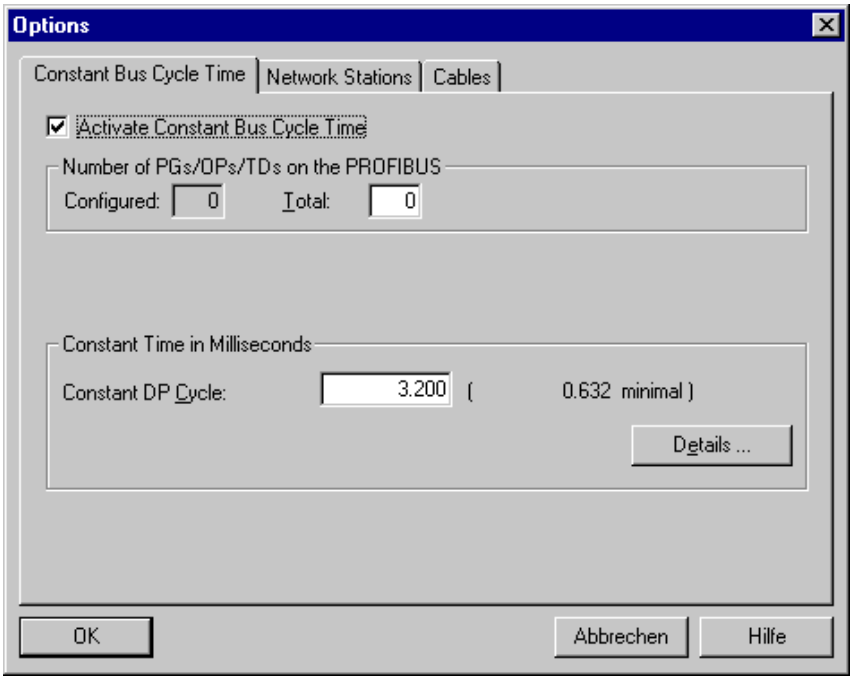

Fig. 9-52 Activation of the equidistance on the CPU
- Activate "Equidistant Profibus" in the window "Constant Bus Cycle Time" (cf.: Fig. 9-52).